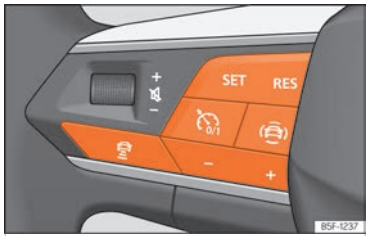

Fig. 106 En el volante multifunción: botones para manejar el ACC.
- Pulse la tecla del volante multifunción ››› fig. 106.
- Para comenzar la regulación presione la tecla SET ››› fig. 106.
Para programar la velocidad pulse los botones + o – ››› fig. 106 hasta la velocidad deseada. El ajuste de velocidad se realiza en intervalos de 10 km/h (5 mph).
- Pulse la tecla y, a continuación, la tecla + o – ››› fig. 106.
- Pulse brevemente la tecla ››› fig. 106 o pise el pedal del freno.